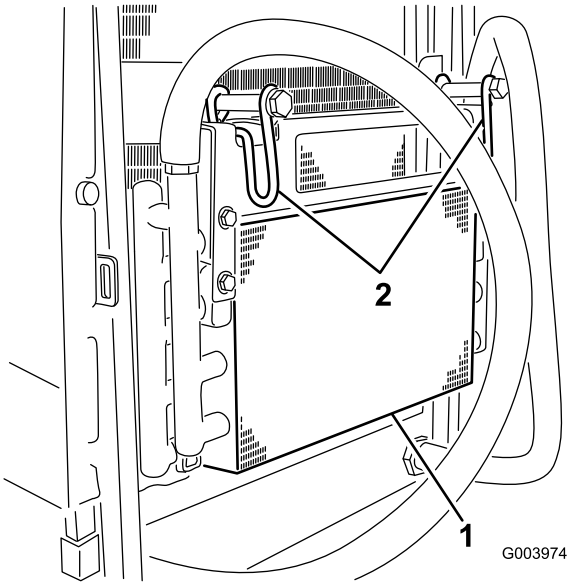

Figur 58
6. Drej låsehåndtaget indad, så oliekøleren løsgøres (Figur 58).